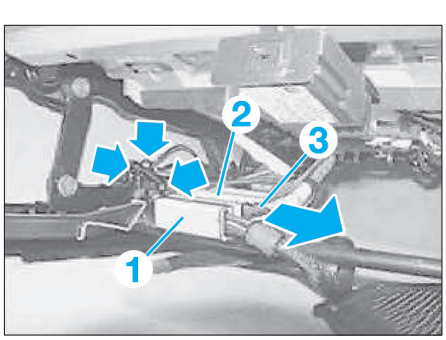

Fig. 28
- Déverrouiller et débrancher le connecteur (1) **(Fig.28)**.
- Déverrouiller le connecteur (3) et tirer tous les connecteurs du boîtier de connexion (2).